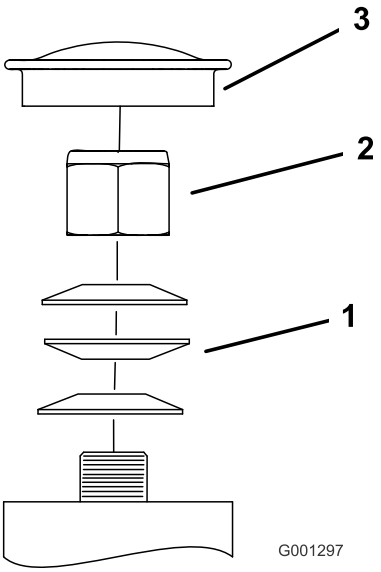

Rysunek 62
3. Zdejmij pokrywkę przeciwpyłową z koła samonastawnego i dokręć przeciwnakrętkę (Rysunek 62).
4. Dokręcaj przeciwnakrętkę do momentu, aż podkładki sprężyste będą płaskie, a następnie odkręć o 1/4 obrotu, aby poprawnie ustawić wstępne obciążenie łożysk (Rysunek 62).
Ważne: Upewnij się, że podkładki sprężyste są poprawnie założone, jak zostało to pokazane na Rysunek 62.
5. Dokręcić pokrywkę przeciwpyłową (Rysunek 62).